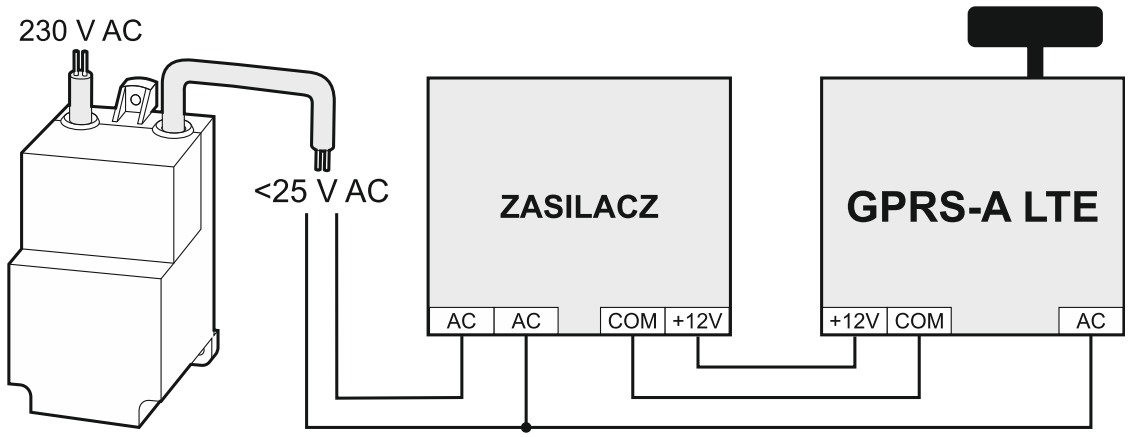

Rys. 7. Przykład podłączenia zasilania i kontroli obecności napięcia zmiennego.
2. Jeżeli moduł ma kontrolować obecności napięcia zmiennego podawanego do urządzenia zasilającego moduł, do zacisku wejścia AC podłącz przewód z uzwojenia wtórnego transformatora, z którego zasilane jest to urządzenie (patrz: rys. 7).